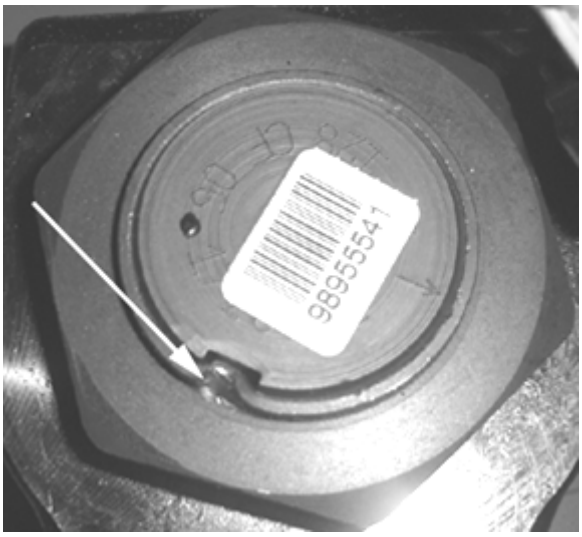

FIGURE 15: FIXING NUT PUNCH MARK
3. Once a steering gear sector shaft nut is installed and torque tighten, using a punch, peen the nut as shown on (Figure 15).
Lock nut with sector shaft using a punch mark into the groove, minimum depth 3/32 inch (2.5mm) (Figure 15).